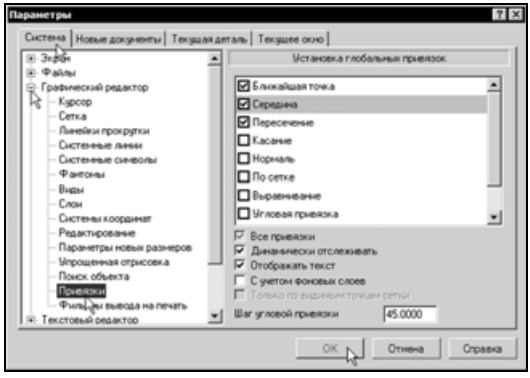

Рис. 5.2
- В диалоговом окне **Параметры** откройте вкладку **Система**, раскройте содержимое раздела **Графический редактор** щелчком на символе "+" слева от названия раздела и укажите команду **Привязки** (рис. 5.2).